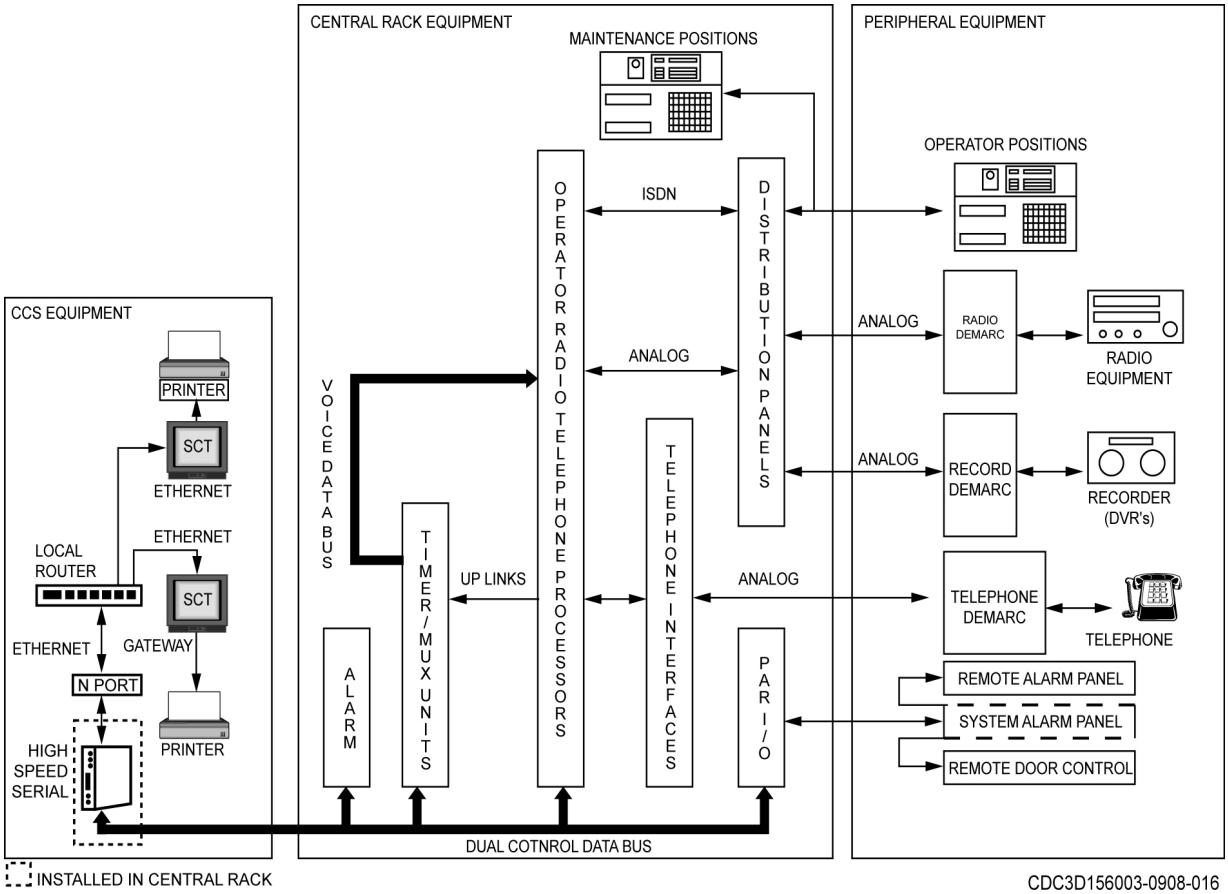

Figure 3–5. ETVS functional block diagram.
Figure 3–5 is an overall functional block diagram of the ETVS. Keep in mind that not all system connections are shown in this diagram. All radio, telephone, and record circuits connect to central equipment through a demarcation panel. Operator and radio lines connect to the central equipment rack at operator distribution panels and radio distribution panels respectively. Each operator distribution panel connects up to 16 operator positions and their associated record capabilities.
Processor cards provide central equipment interface for radio, operator, and telephone voice communications. Each telephone processor interfaces one telephone line and communicates over a serial telecommunications (ST) bus with a phone conferencer that can handle up to 30 telephone lines. Figure 3–5 indicates the processors, including the phone conferencer, by boxes labeled operator, radio, and telephone processors.